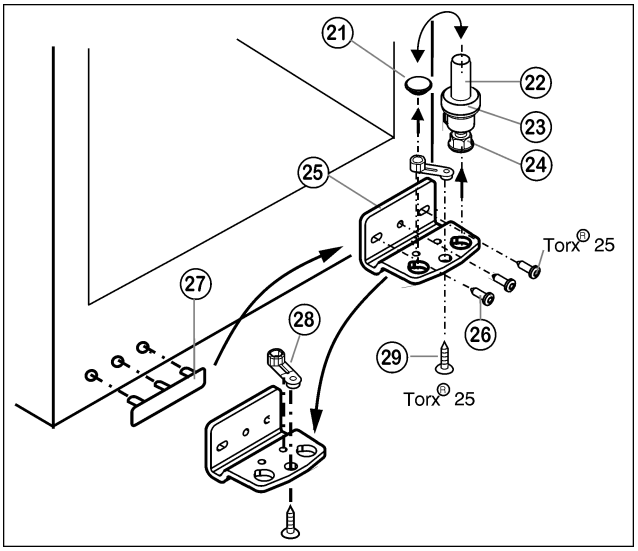

Fig. 5
▶ Ložiskový čep *Fig. 5 (22)* včetně podložky *Fig. 5 (23)* a seřizovací nožky *Fig. 5 (24)* vytáhněte nahoru.
▶ Zátku *Fig. 5 (21)* odstraňte.
▶ Stojan ložiska *Fig. 5 (25)*odšroubujte *Fig. 5 (26)*.
▶ Ložiskový díl *Fig. 5 (28)*odšroubujte *Fig. 5 (29)* a přemístěte jej do protilehlého upínacího otvoru stojanu ložiska, pak ho znovu pevně přišroubujte.
▶ Krytku na straně madla *Fig. 5 (27)* opatrně vytáhněte a přemístěte na druhou stranu.
▶ Stojan ložiska *Fig. 5 (25)* na nové straně závěsu zase přišroubujte příp. pomocí akumulátorového šroubováku **(momentem 4 Nm)**.
▶ Zátku *Fig. 5 (21)* zase vložte do druhé díry.
▶ Ložiskový čep *Fig. 5 (22)* včetně podložky a seřizovací nožky zase nasaďte. Přitom dávejte pozor, aby zajišťovací vačka směřovala dozadu.